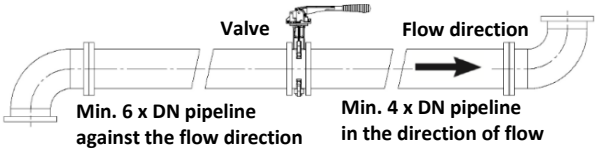

Fig. 2: Valve in the pipeline
- Recommendation: The valves must be installed in piping with a stabilized flow. The general rules for stabilizing flow behind a pipe element causing turbulence (e.g., pump, other valves, etc.) must be observed. Generally, calculate a minimum of 6xDN upstream and a minimum of 4xDN downstream (Fig. 2), but this depends on the specific conditions specified by the designer.